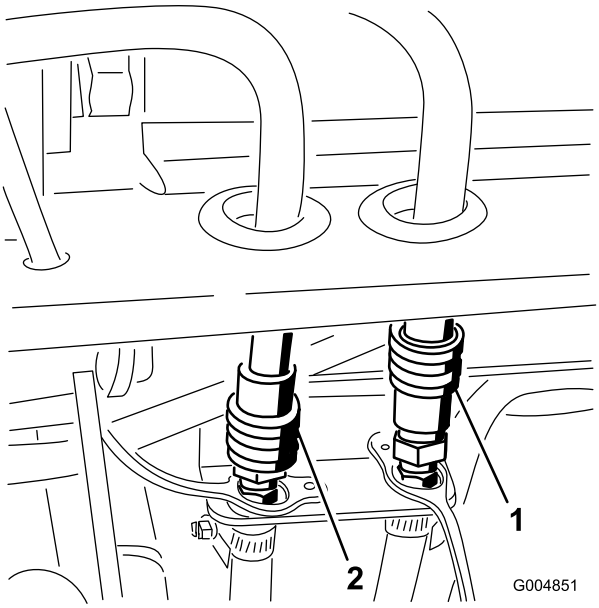

**Rysunek 77**
23. Odłącz od kabiny szybkozłączki przewodu ciśnieniowego i powrotnego (Rysunek 77).